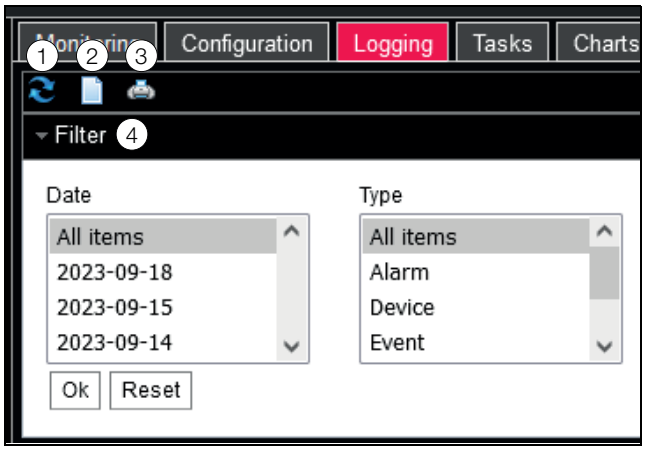

Abb. 69: Registerkarte Logging
- Klicken Sie auf das erste Symbol von links (Abb. 69, Pos. 1).
- Klicken Sie auf das dritte Symbol von links (Abb. 69, Pos. 4).
- Klicken Sie auf das zweite Symbol von links (Abb. 69, Pos. 2).